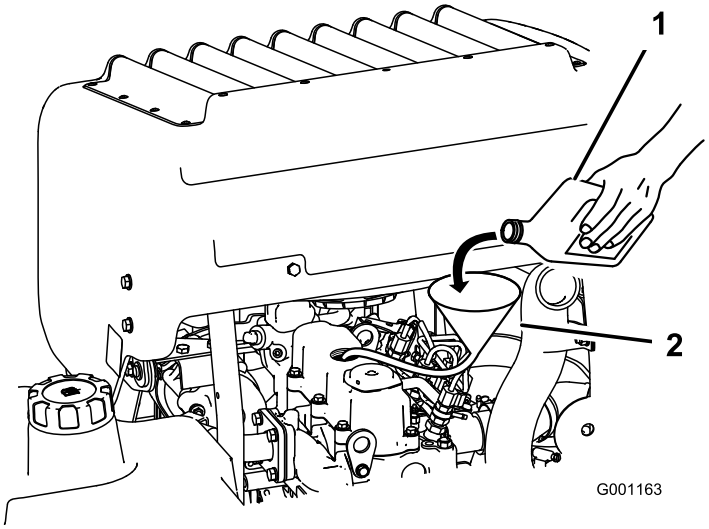

Figur 47
3. Använd en slang och en tratt för att fylla på olja i motorn (Figur 47).